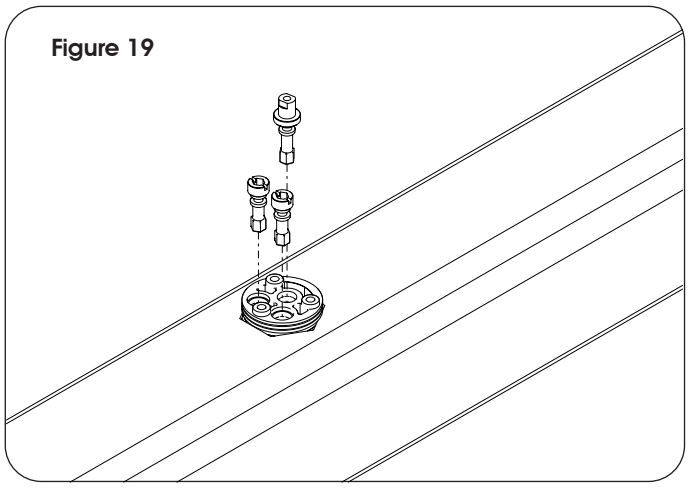

Figure 19
- Next remove the 3 extensions grabbing them with plyers and pulling straight up (Figure 19)